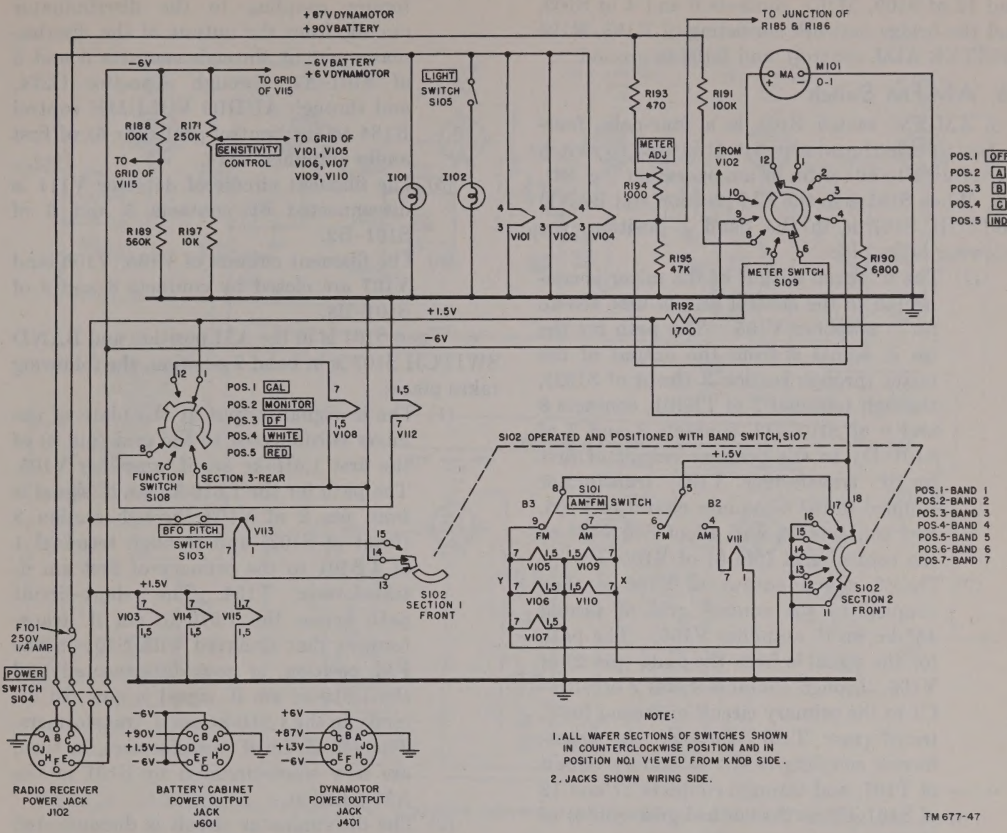

Figure 47. Radio Receiver R–395/PRD–1, diagram of power control circuits.
(fig. 47)
a. Figure 47 is a simplified power distribution diagram of the receiver. This diagram is very useful in locating troubles in the equipment.
(1) A dc filament voltage of 6 volts (positive from the dynamotor-power supply and negative from the battery box) is applied to the filaments of I 101, V101, V102, and V104. If LIGHT switch S105 is closed, this filament voltage is also applied to the filaments of I 102. The path is from pin B of power jack J102, through S104 and through the filaments (all connected in parallel) to ground.
(2) A dc filament voltage of +1.5 volts is applied from pin D of J102 through S104, through the parallel filaments of V103, V114, and V115 to ground. Filament voltage of +1.5 volts is applied to the filaments of V113 when BFO PITCH control switch S103 is closed. Filament voltage of +1.5 volts is applied to contact 1 of S108, to contact 5 on section B2 of S101, and contact 18 on section 2 (front of S102), and through R192 to contact 7 of S109.
(3) A negative 6-volt bias voltage is applied from pin E of J102 through S 104, through R190, to contact 3 of S109. This negative bias voltage is also applied to the grids of V101, V105, V106, V107, V109, and V110, through R171 (SENSITIVITY control) and R197, and to the grid of V115 through the voltage divider network consisting of R188 and R189.
(4) A voltage of +87 volts dc (B+ voltage) is applied from pin C of J102 through S104, through fuse F101, through R191 to contact 8 of S109; through R193, R194 (METER ADJ. control), and R195 to ground; and to the plate and screen cir-